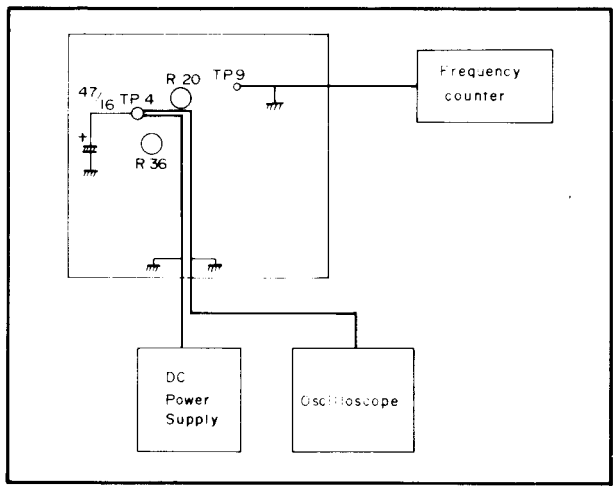

Fig. 5-20 Carrier and deviation adjustment setup
3. Cnnect the 47 μF 16 V capacitor betwen TP-4 (PRE-EMPHA. OUT) and ground as shown in Fig. 5-20.